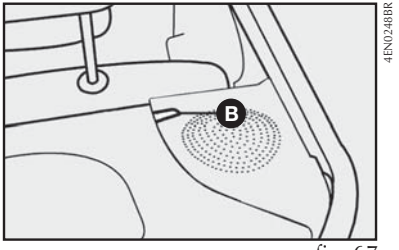

fig. 67
2) Tirar os pinos da cobertura do porta-malas das respectivas sedes **B-fig. 67** e removê-lo.